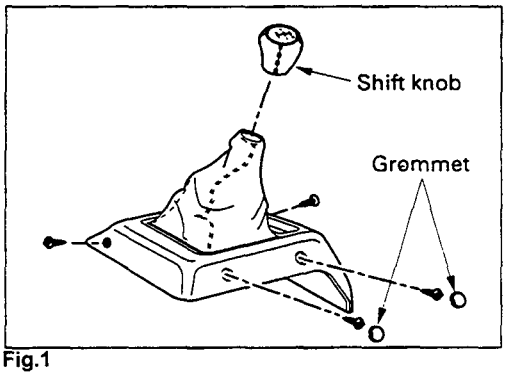

Fig.1
1. **Center Console Assembly (Fig.1)**